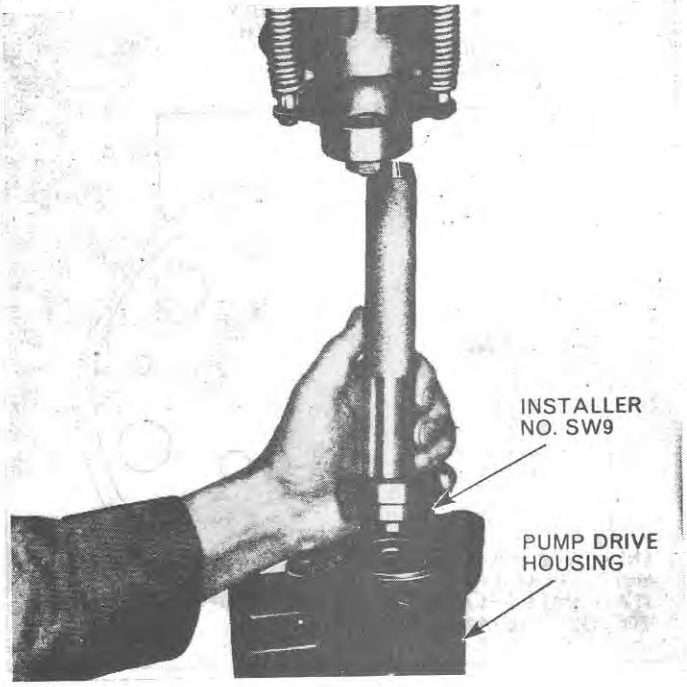

Figure 90
e. Install a new oil seal in position using Seal Driver No. SW 9 with the wide metal lip of the seal toward the outside of the housing, Figure 90. Alternatively use Oil Seal Replacer No. N-881-C together with Tool No. N-881-B which acts as a pilot when installing the oil seal.